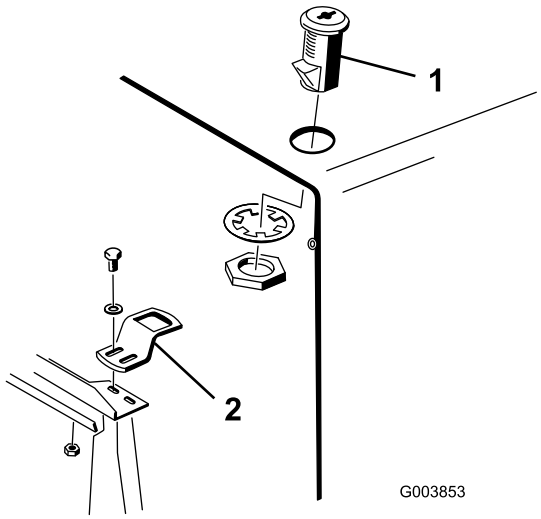

Figur 4
3. Monter låsen på hjelmen med en spændeskive og møtrik. Placer kontakten med låsen mod maskinens front (Figur 4).
4. Monter låsebeslaget løst på kølerstøtten med to bolte (1/4 x 3/4 tommer), flade skiver og låsemøtrikker (Figur 4).